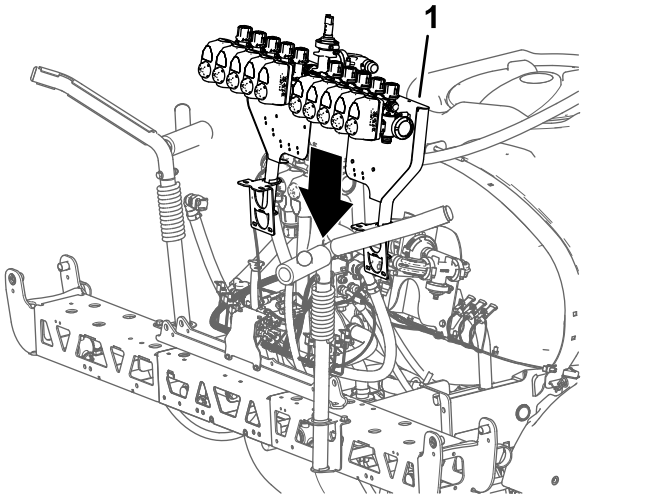

Figur 107
1. Bruk løfteutstyr med den angitte kapasiteten til å støtte opp ventilfeste- og sprederventilenheten, og innrette den over den midtre sprederseksjonen (Figur 107).